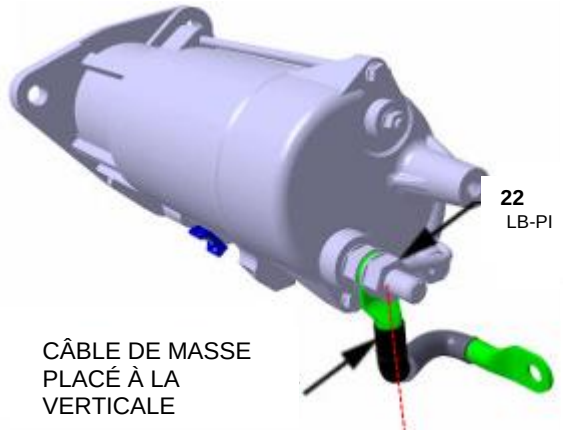

FIGURE 9
5. Brancher d'abord le câble de masse (circuit 0C) à la borne de masse. S'assurer que le câble de masse soit dirigé à la verticale vers le bas à partir de la borne comme sur la **FIGURE 9**.